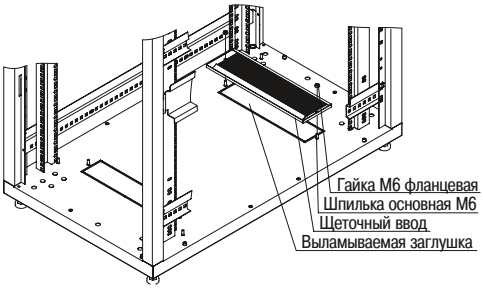

Рисунок 16 – Монтаж щеточного кабельного ввода
3.5.1 Для монтажа щеточных кабельных вводов в основании шкафа необходимо выломать металлические заглушки, совместить посадочные отверстия в кабельном вводе с осями шпилек основания, затем притянуть их к основанию двумя гайками М6 с фланцем (рисунок 16).